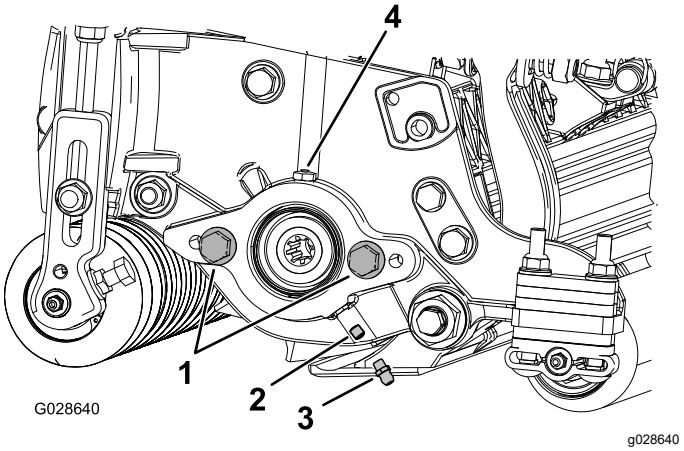

Figuur 6
1. Verwijder de stelschroef op de zijplaat van de messenkooimotor en gooi ze weg (Figuur 6).
2. Monteer de rechte smeernippel (Figuur 6).
3. Als er zich geen inbusbouten op de zijplaat van de messenkooimotor bevinden, moet u deze monteren (Figuur 6).
5. Monteer de messenkooimotor en smeer de zijplaat totdat het overtollige smeervet uit de smeeropening loopt (Figuur 6).